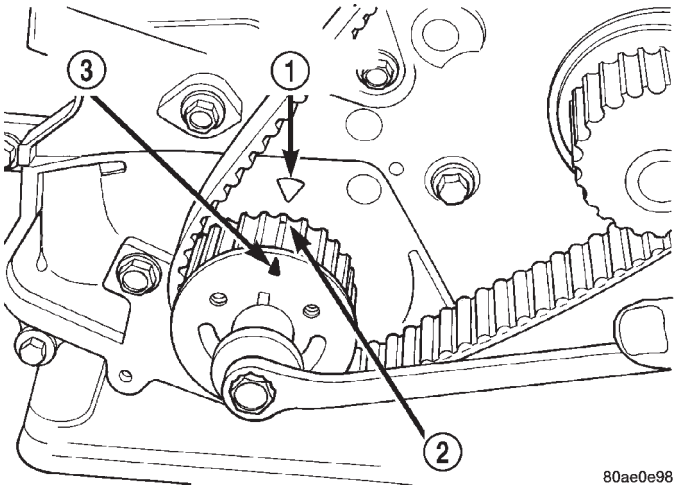
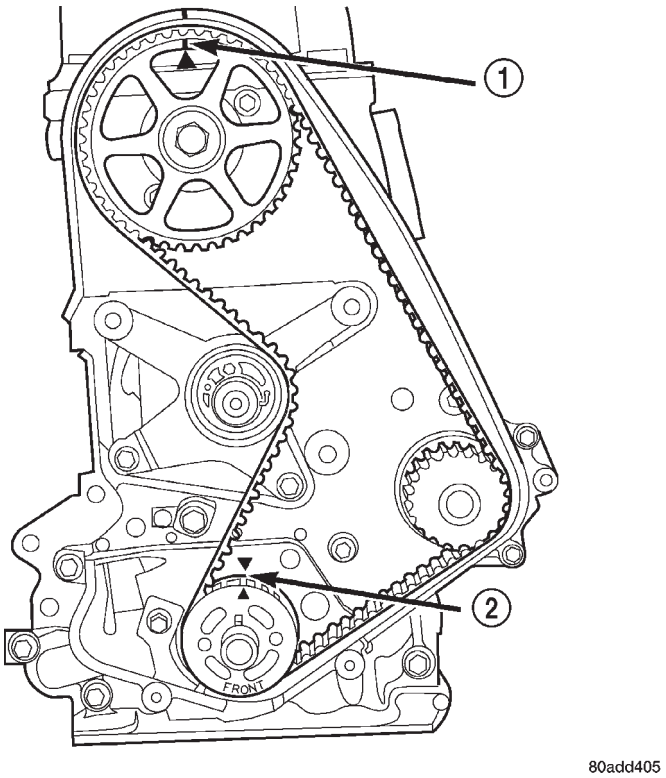
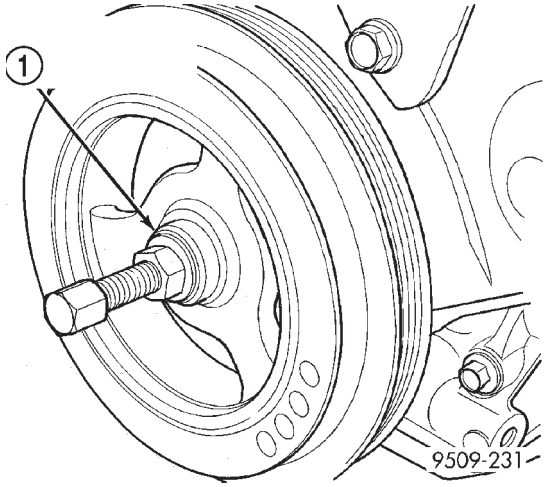

Abb. 75 Ausrichten des Kurbelwellenrads zum Einbau des Zahnriemens
Abb. 76 Ausrichten von Kurbelwelle und Nockenwelle
Abb. 77 Schwingungsdämpfer/Kurbelwelle—Einbau
(3) Zum Auflegen des Zahnriemens (Abb. 75) Kurbelwelle bis zur 1/2 Markierung vor OT drehen.
(4) Zahnriemen auflegen. Zahnriemen zuerst über das Kurbelwellenrad, dann über das Wasserpumpenrad und zuletzt über das Nockenwellenrad legen.
(5) Kurbelwellenrad in Stellung OT bringen, um den Zahnriemen zu spannen.
(6) Fixierstift oder Inbus-Schlüssel (1/8 Zoll bzw. 3 mm) aus der Spannrolle herausziehen.
(7) Kurbelwelle um 2 Umdrehungen drehen und prüfen, ob die Markierungen korrekt ausgerichtet sind (Abb. 76).
(8) Vordere Zahnriemenabdeckung montieren.
(9) Motorhalterung montieren.
(10) Rechte Motoraufhängung montieren.
(11) Wagenheber unter dem Motor entfernen.
(12) ObereTorsionsstrebe einbauen.
(13) Servopumpeneinheit einbauen.
(14) Fahrzeug anheben und untere Torsionsstrebe einbauen.
(15) Schwingungsdämpfer/Kurbelwelle mit Schraube M12 (1,75 x 150 mm bzw. 0,06 x 5,9 Zoll), Unterlegscheibe, Axiallager und Mutter aus dem Spezialwerkzeugsatz 6792 montieren. Schraube des Schwingungsdämpfers eindrehen und mit einem Anzugsmoment von 142 N·m (100 ft. lbs.) festziehen (Abb. 77).
(16) Antriebsriemen für Zusatzaggregate montieren. Siehe hierzu Kapitel 7, “Kühlsystem”.
(17) Spritzschutzschild innen rechts montieren.
(18) Fahrzeug absenken und Parameteranpassung (Lernprozeß) für Nockenwelle und Kurbelwelle wie folgt durchführen: